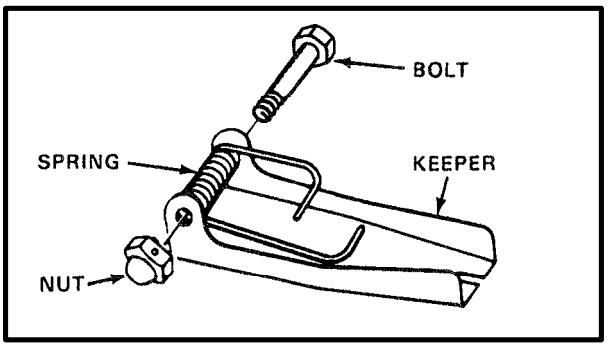

*Figure 6-15. Spring-Keeper Assembly*
**(2)** Tilt the grabhook and remove the spring and keeper (Figure 6-15).